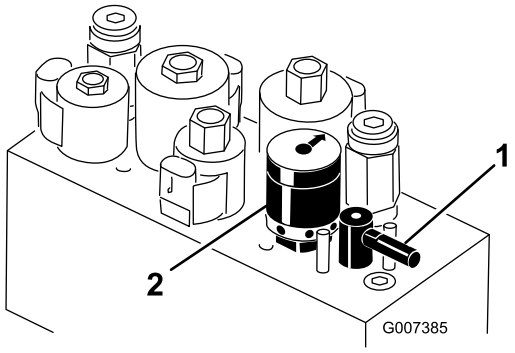

Bild 58
5. Drehen Sie den Läpphebel auf R (Bild 58).
6. Drehen Sie den Spindeldrehzahlregler auf 1 (Bild 58).